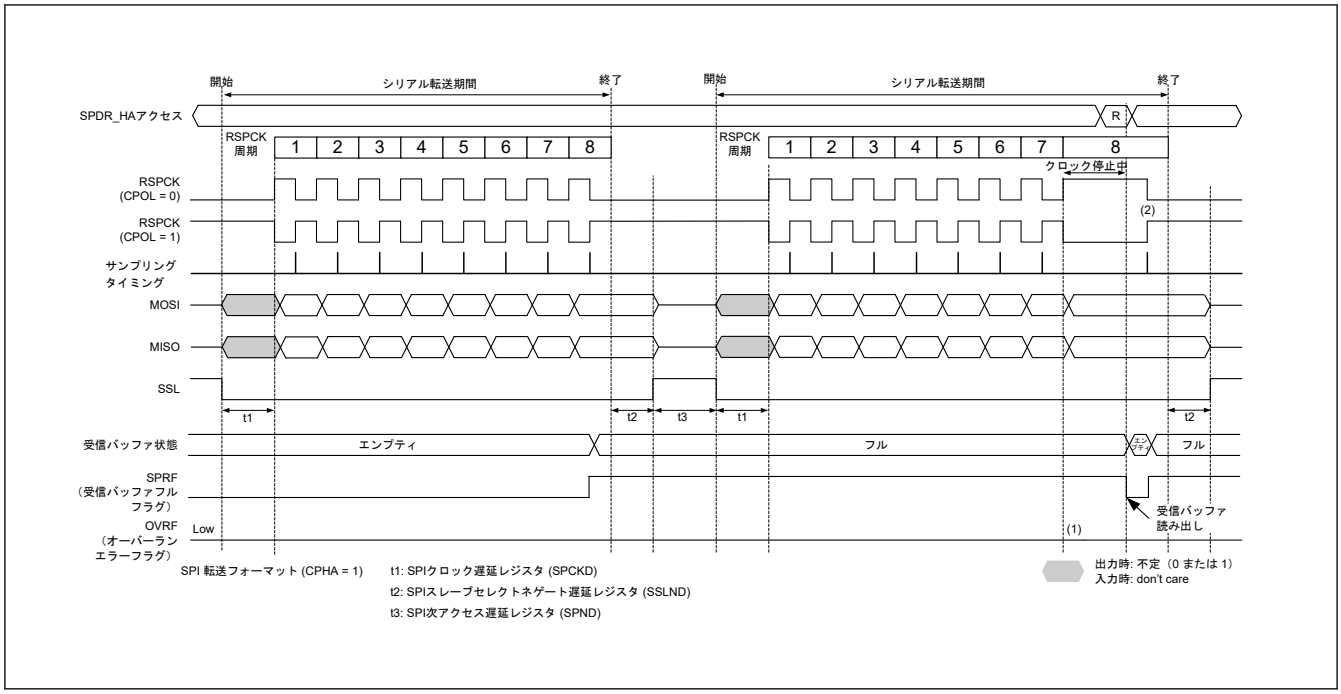
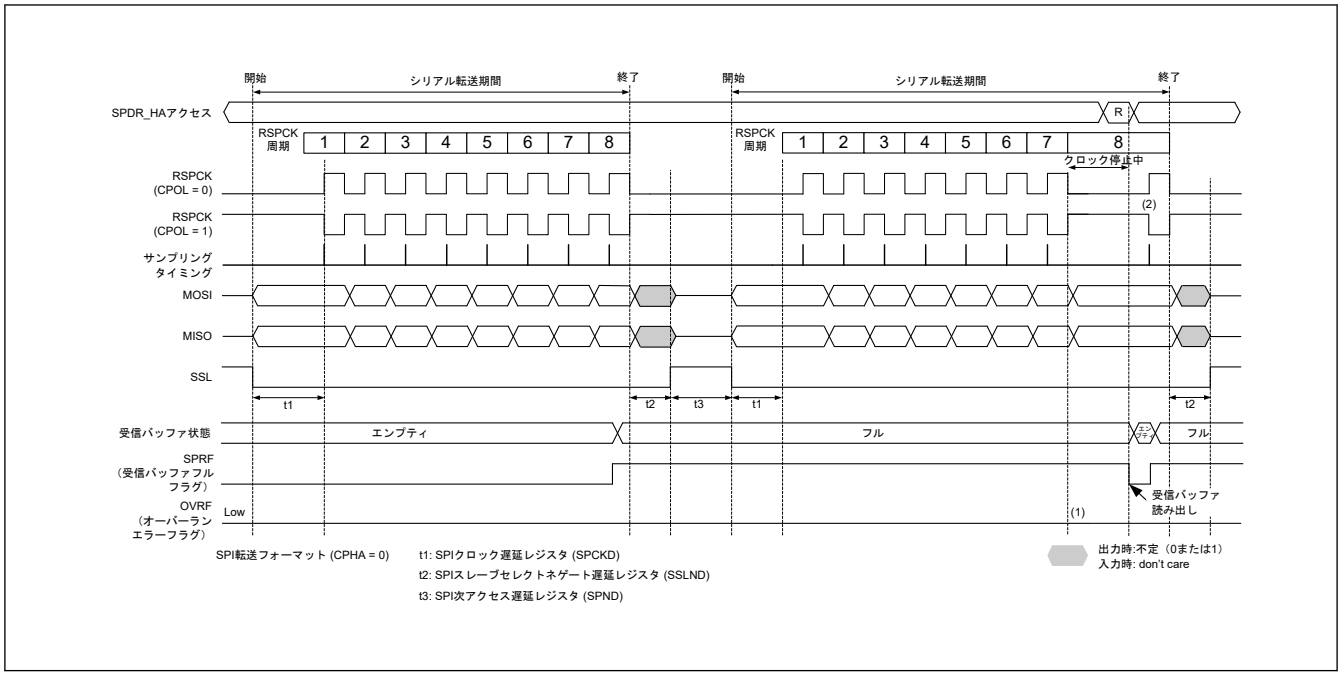

**図 29.38　マスタモードの受信バッファフル状態でシリアル転送が継続するときのクロック停止波形 (SPCMDm.CPHA = 1)**
**図 29.39　マスタモードの受信バッファフル状態でシリアル転送が継続するときのクロック停止波形 (SPCMDm.CPHA = 0)**
マスタモードで RSPCK 自動停止機能を有効 (SPCR2.SCKASE = 1) にした場合は、オーバーランエラーが発生しません。図 29.38、図 29.39 にマスタモードの受信バッファフル状態でシリアル転送が継続するときのクロック停止波形を示します。
以下に、図 29.38 および図 29.39 の (1)、(2) に示したタイミングでのフラグ動作を説明します。